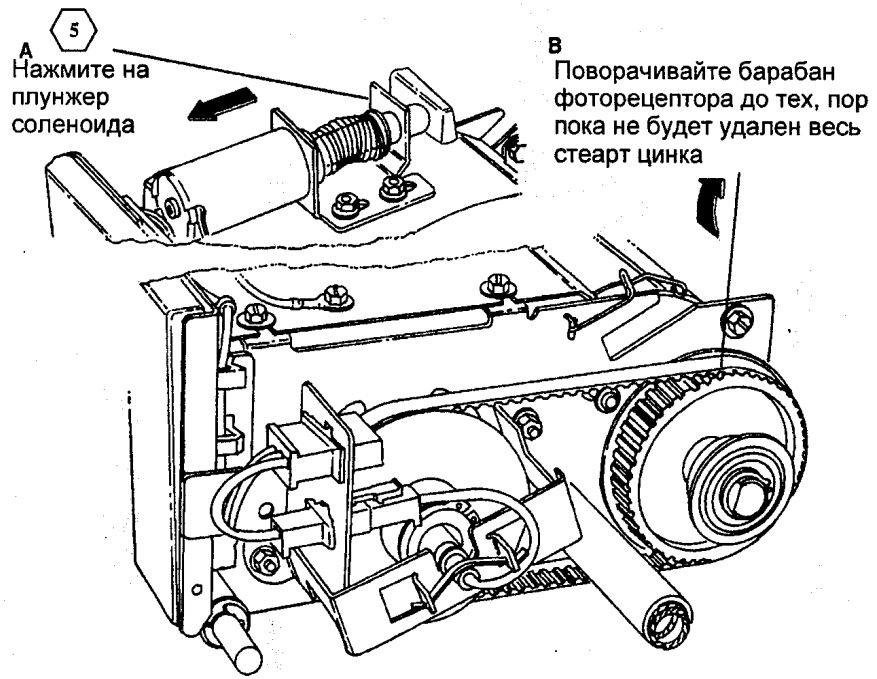

Рис. 4 Удаление стеарта цинка с барабана фоторецептора
4. (РИС. 4): УДАЛИТЕ СТЕАРАТ ЦИНКА С БАРАБАНА ФОТОРЕЦЕПТОРА.